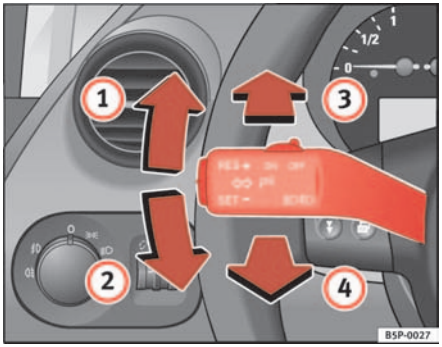

Fig. 79 Turn signal and main beam headlight lever
– Move the lever all the way up ⇒ fig. 79 (1) to indicate **right**, and all the way down (2) to indicate **left**.
– Press the lever forward ⇒ page 113, fig. 79 (3) to switch on the main beams.